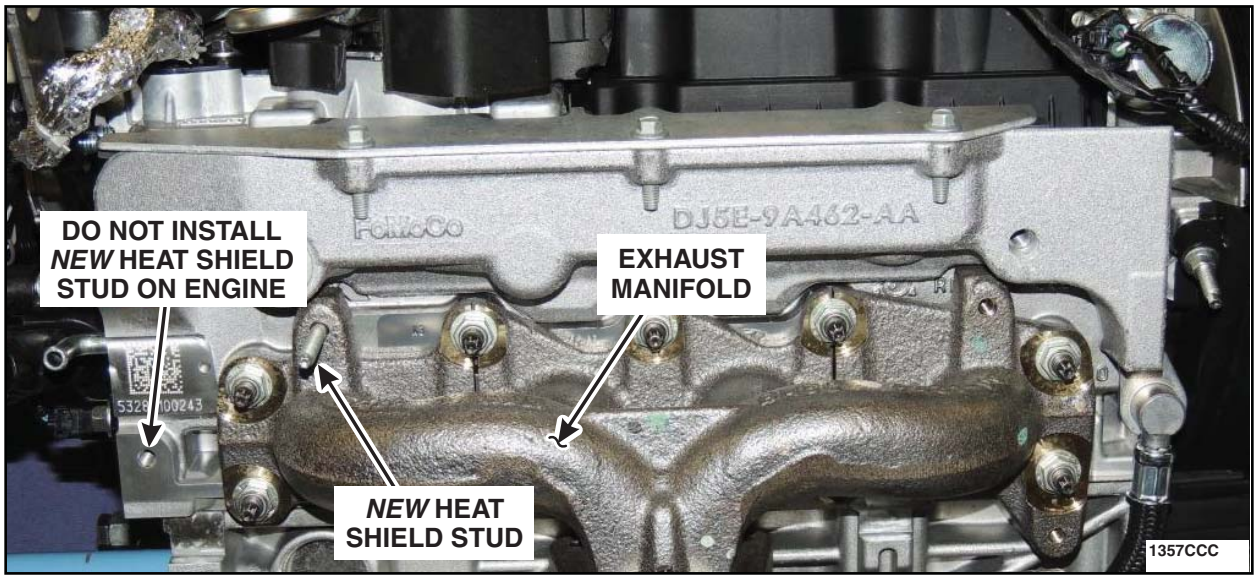

FIGURE C8
9. Install the *new* heat shield stud at the upper driver's side exhaust manifold heat shield bolt location. See Figure C8.
NOTE: Ensure the *new* heat shield stud is installed onto the exhaust manifold as shown. Do not install onto the engine. See Figure C8.